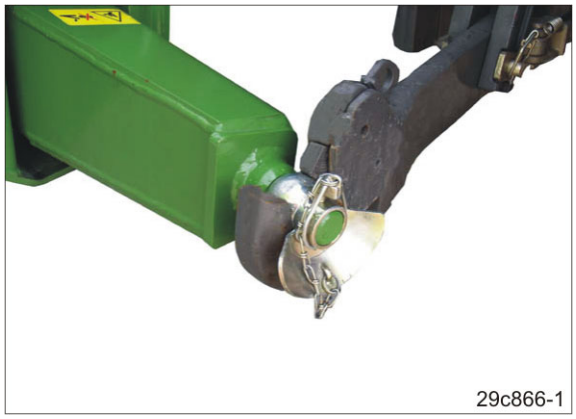

Fig. 134
18. Frigør sikringen (Fig. 134) af traktorens liftarme (se traktorens betjeningsvejledning).